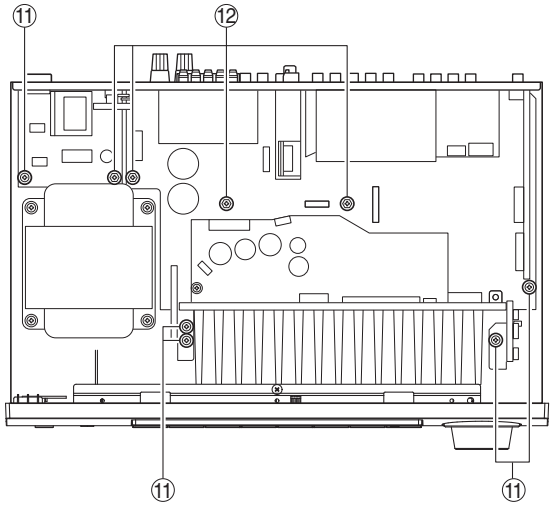

Fig. 4
c. Remove 5 screws (⑪) and 4 screws (⑫). (Fig. 4)